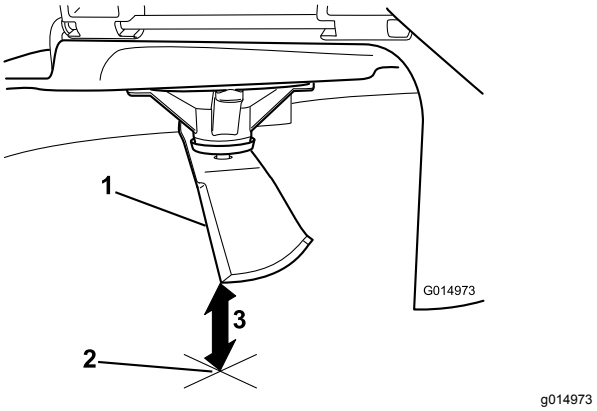

Figur 55
5. Mät från knivspetsen till den plana ytan (Figur 55).